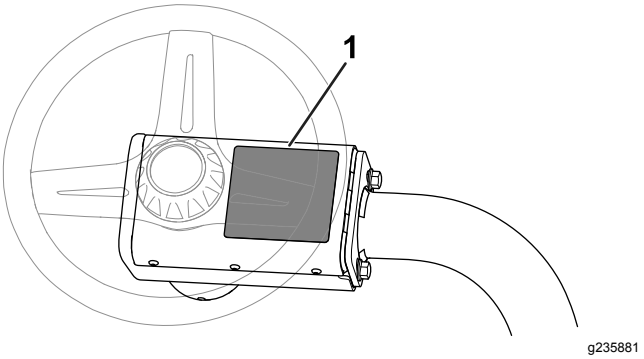

Figur 16
- Fäst CE-varningsdekalen (artikelnr 136-8505) ovanpå den befintliga varningsdekalen (artikelnr 136-8506) Se Figur 16.